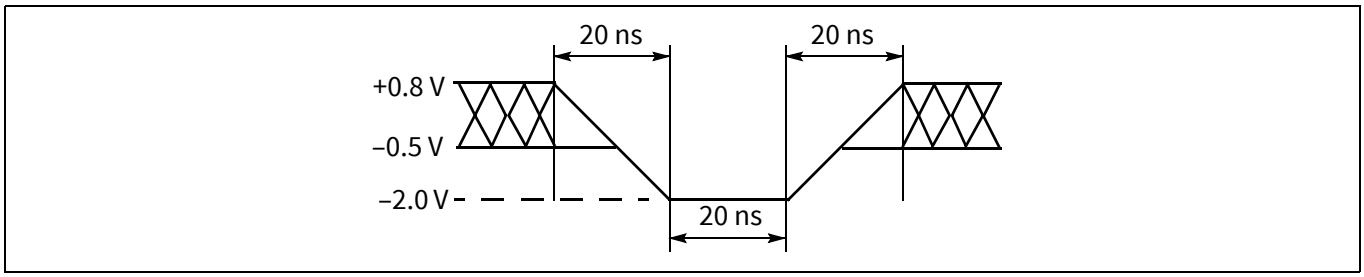
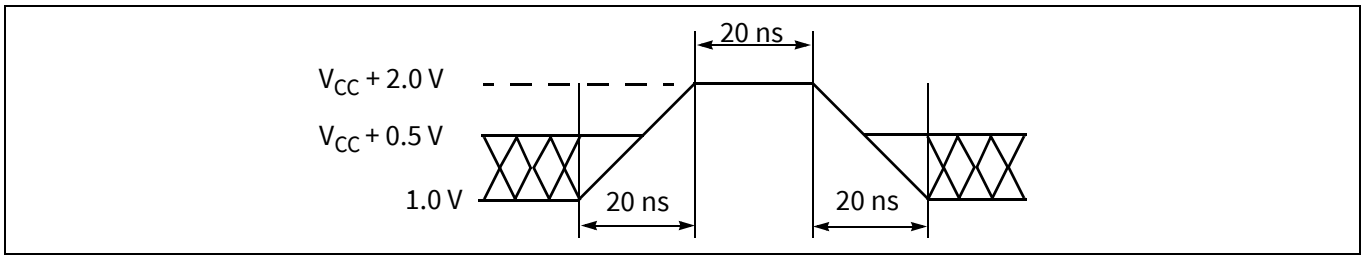

Figure 3 Maximum negative overshoot waveform
Figure 4 Maximum positive overshoot waveform
26. Minimum DC voltage on input or I/Os is –0.5 V. During voltage transitions, inputs or I/Os may undershoot V_{SS} to –2.0 V for periods of up to 20 ns. See **Figure 3**. Maximum DC voltage on input or I/Os is V_{CC} + 0.5 V. During voltage transitions outputs may overshoot to V_{CC} + 2.0 V for periods up to 20 ns. See **Figure 4**.
27. Minimum DC input voltage on pin V_{PP} is -0.5V. During voltage transitions, V_{PP} may overshoot V_{SS} to –2.0 V for periods of up to 20 ns. See **Figure 3**. Maximum DC voltage on pin V_{PP} is +9.5 V, which may overshoot to 10.5 V for periods up to 20 ns.